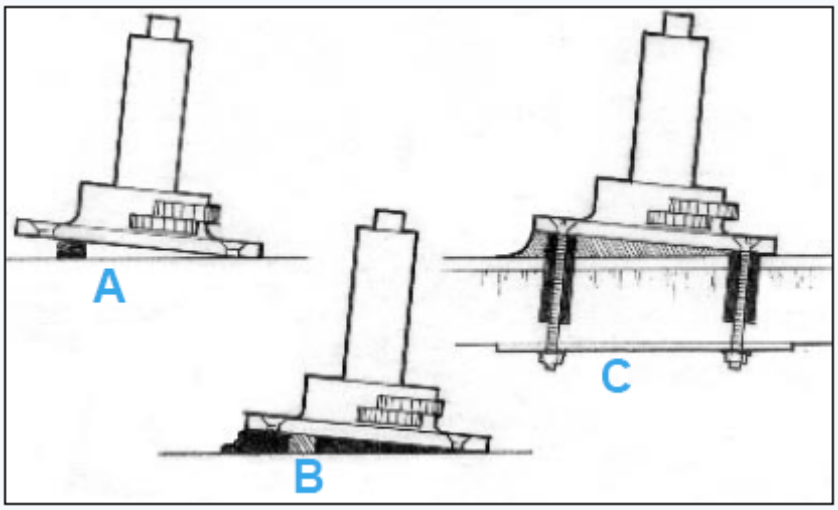

Рис. 19. Зафиксируйте основание в необходимом положении с помощью блоков – используйте достаточно загущённую смолу, чтобы заполнять отверстия.
2. Приклейте к поверхности небольшие блоки, чтобы удерживать основание на необходимой высоте и в нужном положении *(например, основание для лебедки, Рисунок 19"A")*.
4. Установите деталь в необходимое положение, укрепив ее на блоках *(Рисунок 19"B")* и установите крепежные детали.
5. Выровняйте излишки смолы так, чтобы сформировать округленный шов у основания *(Рисунок 19"C")*. Перед тем, как подвергать деталь нагрузке, дайте эпоксидной смоле полностью застыть. Обеспечьте защиту эпоксидного материала от ультрафиолетового излучения UV *(см. «нанесение отделочного материала»)*.